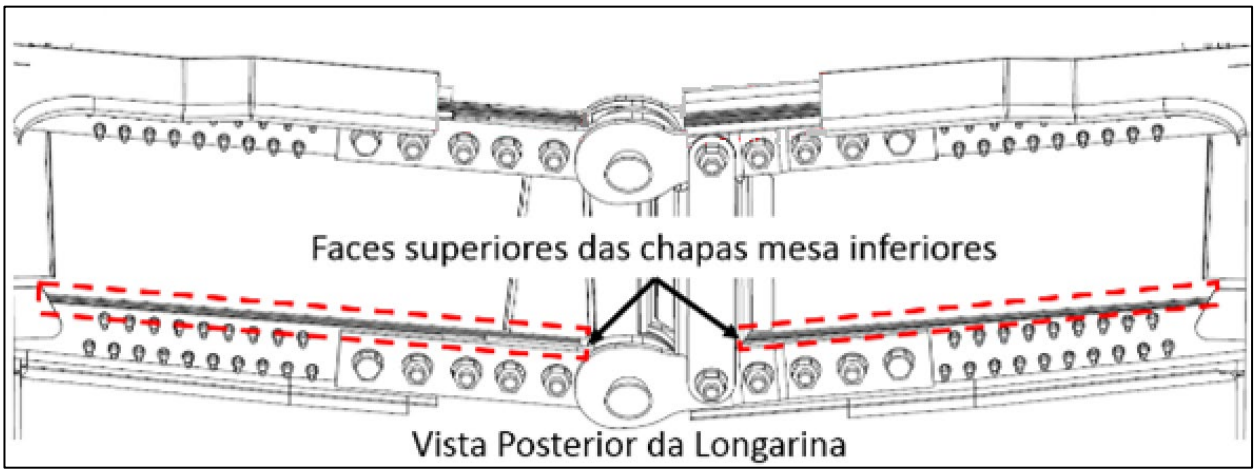

FIGURA 8 – Inspeção das chapas mesa.
2.3.2.1. Inspecione as faces superiores das chapas mesa inferiores, conforme Figura 8.